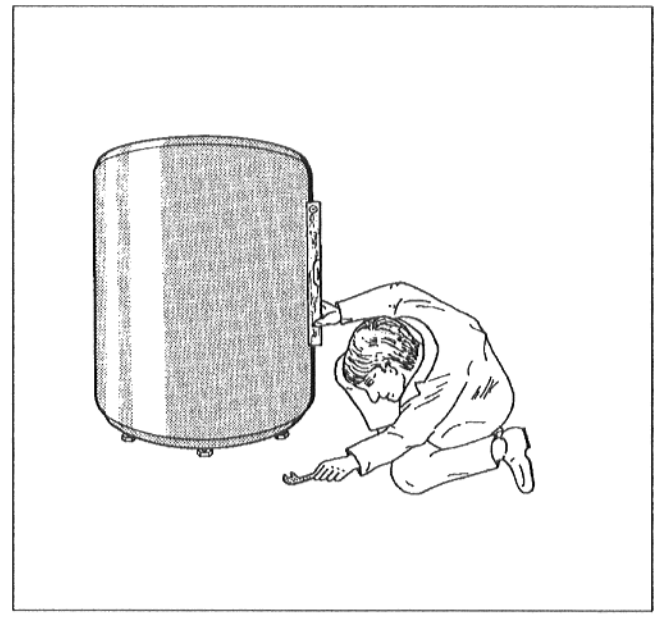

Afb. 3 – Principeafbeelding
- Warmwaterboiler door bijstellen van de stelvoetjes verticaal stellen (Afb. 3).